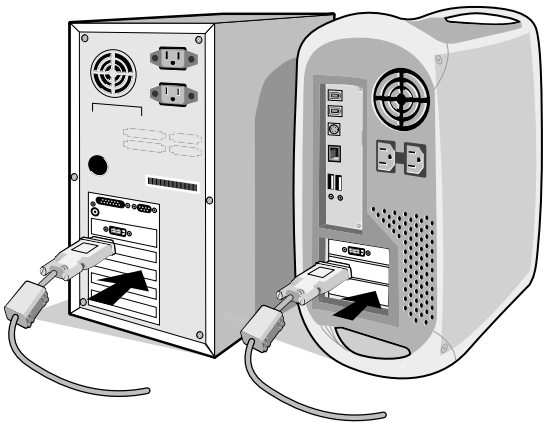

Abbildung A.1
2. **PC oder Mac mit digitalem DVI-Ausgang:** Verbinden Sie das DVI-D-auf-DVI-D-Signalkabel mit dem Anschluss der Grafikkarte in Ihrem System (**Abbildung A.1**). Ziehen Sie die Schrauben fest.